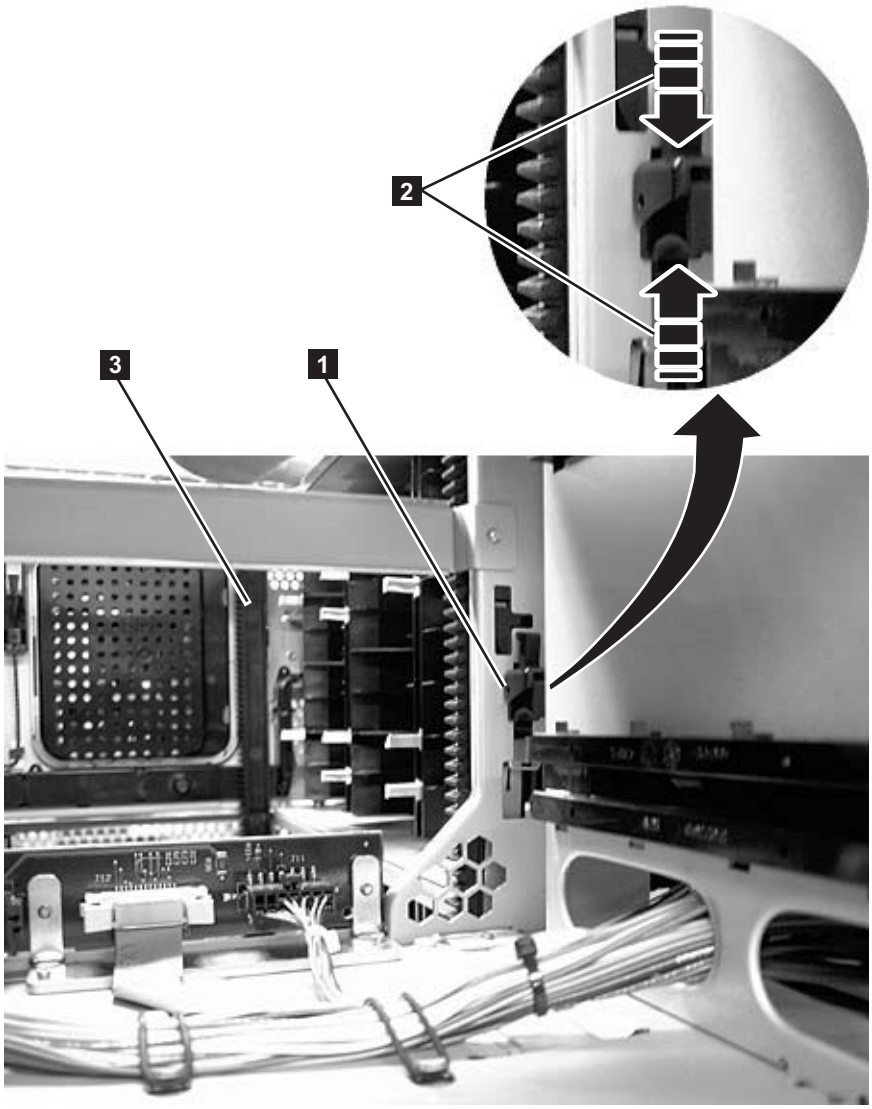

Figure 7-18. Gear rack
In order for the picker to move from one unit to the next in a multi-module library, the front (3 in Figure 7-18) and rear (1 in Figure 7-18) gear racks in the control module must be properly aligned with the gear racks in the expansion module.
Verify that the front (3 in Figure 7-18) and rear (1 in Figure 7-18) gear racks are properly aligned and positioned.
- In the bottom module of the library, verify that the gear racks are in the down position. Pinch the gear rack locking mechanism (**2** in Figure 7-18 on page 7-21) and push the gear rack down. Ensure that the lock is **not** engaged in the hole in the frame.
- Verify that the gear racks are in the down position. Pinch the gear rack locking mechanism (**2** in Figure 7-18 on page 7-21) and push the gear rack down. Ensure that the lock is **not** engaged in the hole in the frame.
1. Slightly push up and pinch the gear rack locking mechanism (1 in Figure 7-18 on page 7-21) to unlock the gear rack in the control module.
2. While pinching the gear rack locking mechanism (2 in Figure 7-18 on page 7-21), push the gear rack down until it aligns with the gear rack in the expansion module, then release your hold on the locking mechanism.